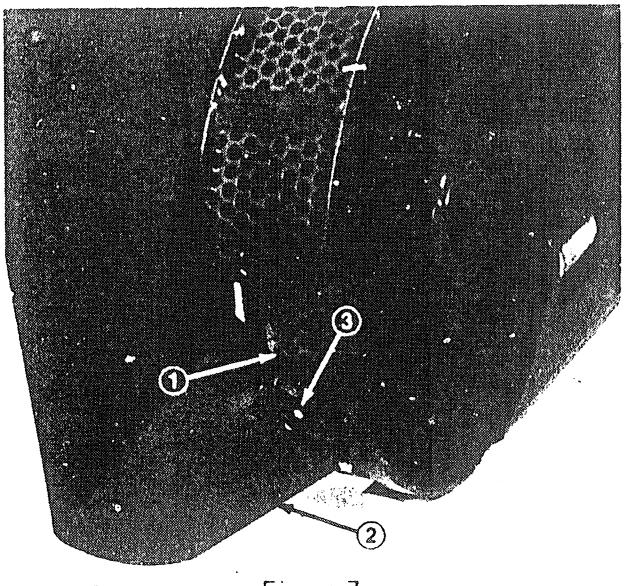

Figure 7
7. Secure mulcher screen and rear of deflector to cutting unit with 5/16-18 x 1" lg. carriage bolt, supplied in kit, and flange nut, previously removed (Fig. 7).